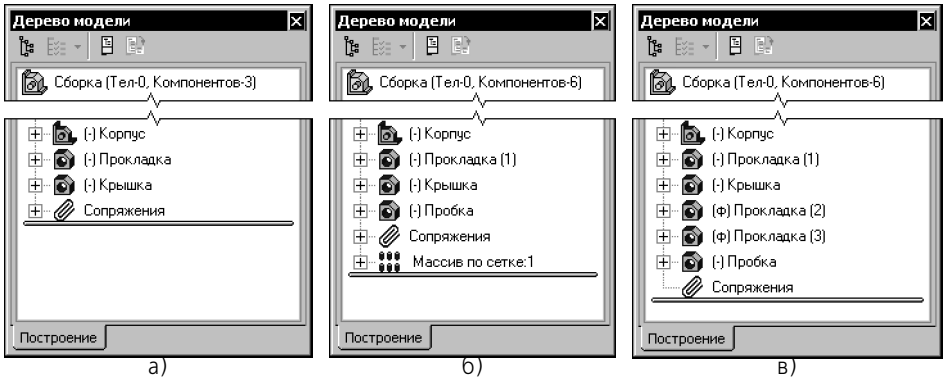

Рис. 146.1. Создание и разрушение массива компонентов
Например, в сборке имелись добавленные друг за другом компоненты: Корпус, Прокладка, Крышка (рис. 146.1, а). После этого был создан массив Прокладок и добавлен компонент Пробка (рис. 146.1, б). Затем массив был разрушен. Порядок следования компонентов в Дереве после разрушения массива будет следующим: Корпус, Прокладка (1), Крышка, Прокладка (2), Прокладка (3), Пробка (рис. 146.1, в).